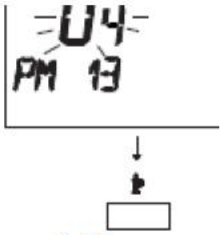

рис. 5.51
• Поменяйте запрограммированную установку с помощью кнопок ▲ или ▼ и подождите, пока запрограммированное цифровое значение начнёт мигать (см. рис. 5.51).